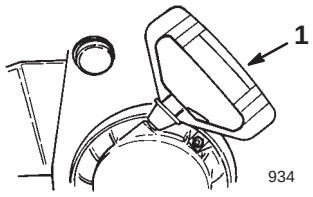

Figure 22
- **Recoil Starter** (Fig. 22)—The recoil starter is on the back side of the engine. Pull the recoil starter to start the engine.
A. Grasp the recoil starter handle (Fig. 22) and pull it out slowly until positive engagement results; then pull the handle vigorously to start the engine.